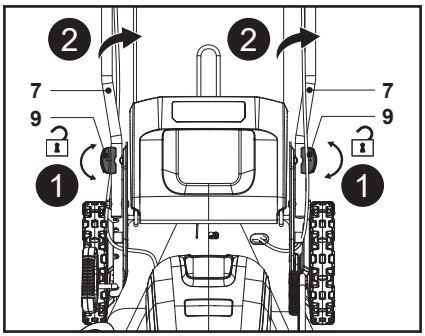

Fig. 10
2. Loosen the two handle locks (9) 90° clockwise or counterclockwise, then swing the handle assembly (5, 7) away from its position (Fig. 10).
3. Align one of the other two mounting holes of the lower handle bars (7) with the two handle brackets (10) and turn the handle lock (9) 90° back.
4. Swing the handle assembly (5, 7) until the auto-tension pin (9a) passes through the mounting hole of the handle bracket (10). The handle assembly (5, 7) is now secured.